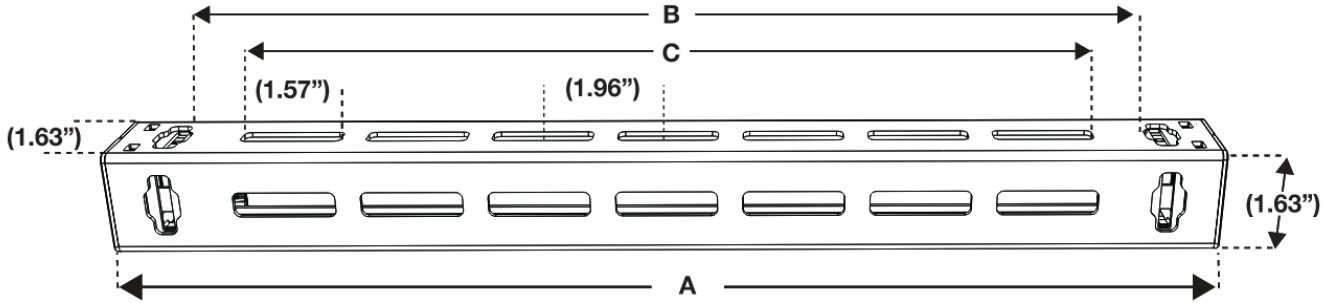
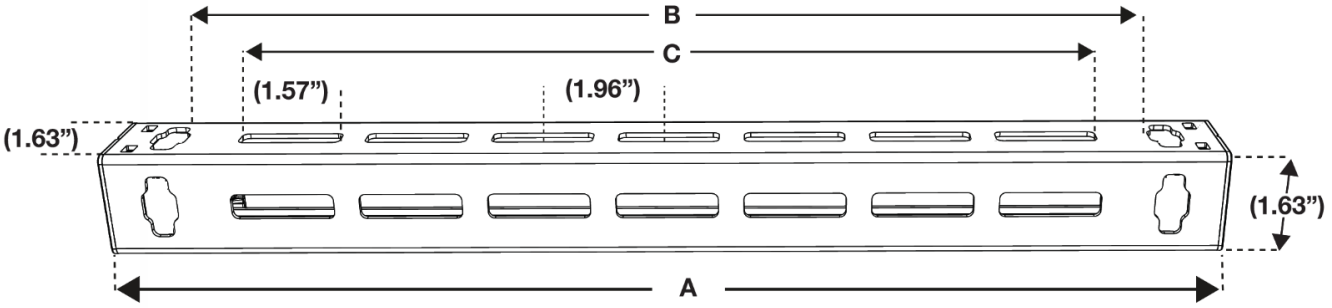
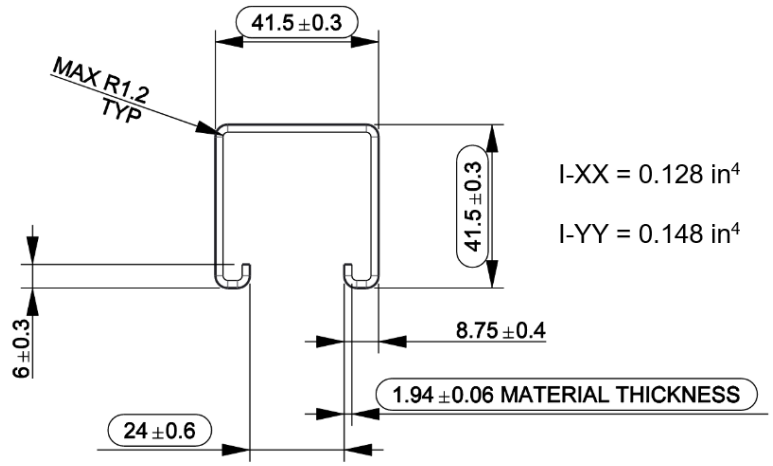

FIGURE 3—FAST TRAK BRACKET
FIGURE 4—UNIVERSAL BRACKET
FIGURE 5—FAST TRAK / UNIVERSAL BRACKET CROSS-SECTION
4.2 Gripple Universal Bracket (UB): Universal Bracket is identical in dimension, lengths, and material to the FTB, and may be used with other types of vertical members such as Gripple's cables or conventional threaded rods as hangers, attached to the underside of the floor or roof through the anchorage. The minimum threaded rod size shall be $^{3}/_{8}$ inch (9.5 mm). See Figure 4 and Table 4 of this listing report for available bracket lengths. Figure 5 illustrates the cross-section dimensions and additional section properties. Information on the load ratings for Universal Bracket is provided in Tables 7 and 9 of this listing report.
4.3 Fast Track Bracket and Track System (FTB): The pre-fabricated bracket and hanger system includes a galvanized mild steel bracket supported on mild steel hanger tracks. The bracket is adjustable and slides vertically along the track and may be locked on the desired elevation through an integrated locking mechanism. Details of the products and their variations are given in Table 4 and Table 5 along with an illustration of the product components in Figures 3, 6, and 7 of this listing report. The cross-sectional dimensions of the bracket are the same as UB, which are given in Figure 5 of this listing report. Safe working loads for the Fast Trak Bracket and Track system are provided in Tables 6 and 8 of this listing report. Safe working loads are based on a safety factor of 3:1.